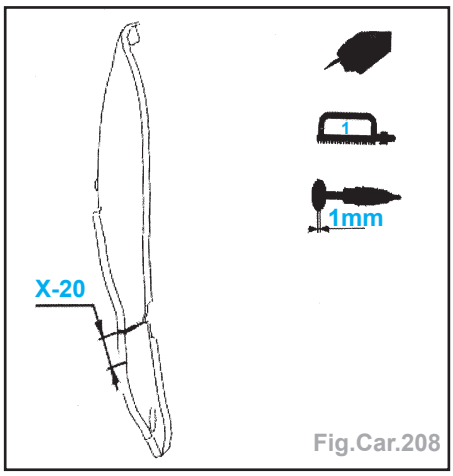

Fig.Car.208
- Tracer et découper, percer sur le pourtour de l'aile, des trous de Ø 6,5 mm pour soudage ultérieur par points bouchons (Fig.Car.208, 209 et 210).